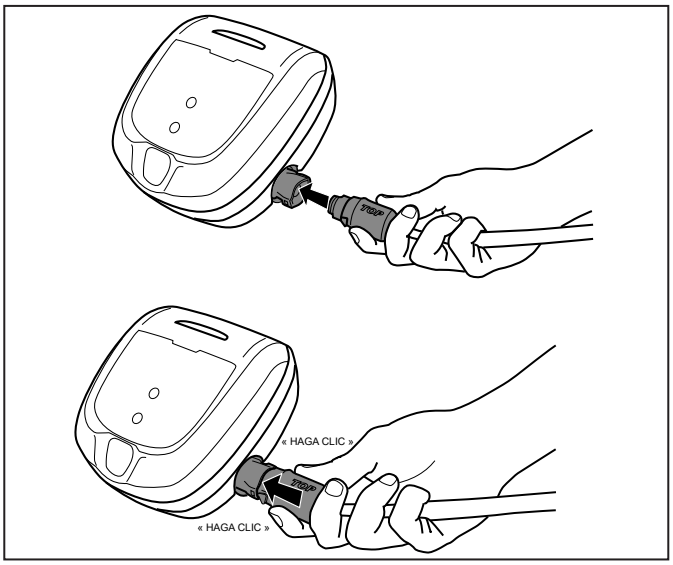

Figure 1. Connecter un câble flottant
1. Insérez fermement la fiche du cordon d'alimentation (avec le HAUT tourné vers le haut) jusqu'au déclic (Figure 1).